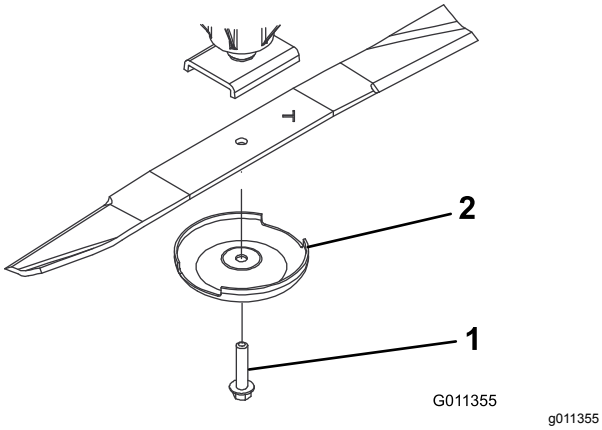

Figura 88
2. Sujete el extremo de la cuchilla usando un paño o un guante grueso. Retire del eje de la cuchilla el perno de la cuchilla, el protector de césped y la cuchilla (Figura 88).
3. Instale la cuchilla, con la vela hacia la carcasa de corte, con el protector de césped y el perno de la cuchilla (Figura 88). Apriete el perno de la cuchilla a 115–149 N·m.